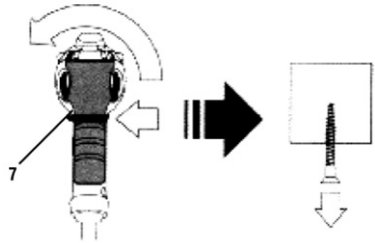

Fig. 5 – Sentido de rotación a la izquierda
Para colocar la rotación en sentido antihorario (retirar el tornillo de la pieza), mueva el "selector de reversión" (5) a la izquierda, como se muestra en la fig. 5.